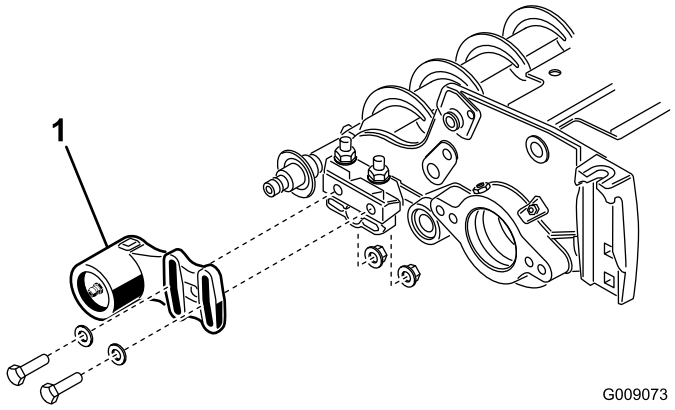
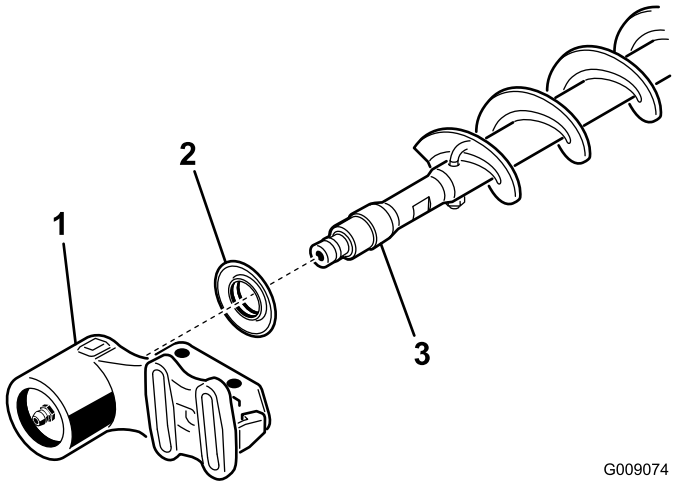

Bild 20
Bild 21
1. Wenn eine Rollenbürste an der Schneideinheit montiert ist, entfernen Sie die zwei Schrauben, Scheiben und Muttern, mit denen das nicht angetriebene Lagergehäuse an der Befestigungshalterung des Lagergehäuses befestigt ist (Bild 20 und Bild 21).
2. Schieben Sie das nicht angetriebene Lagergehäuse und die Abschlussdichtung von der Bürstenwelle (Bild 21).
9. Setzen Sie die Ausschlussdichtung und das nicht angetriebene Lagergehäuse auf die Bürstenwelle (Bild 21).